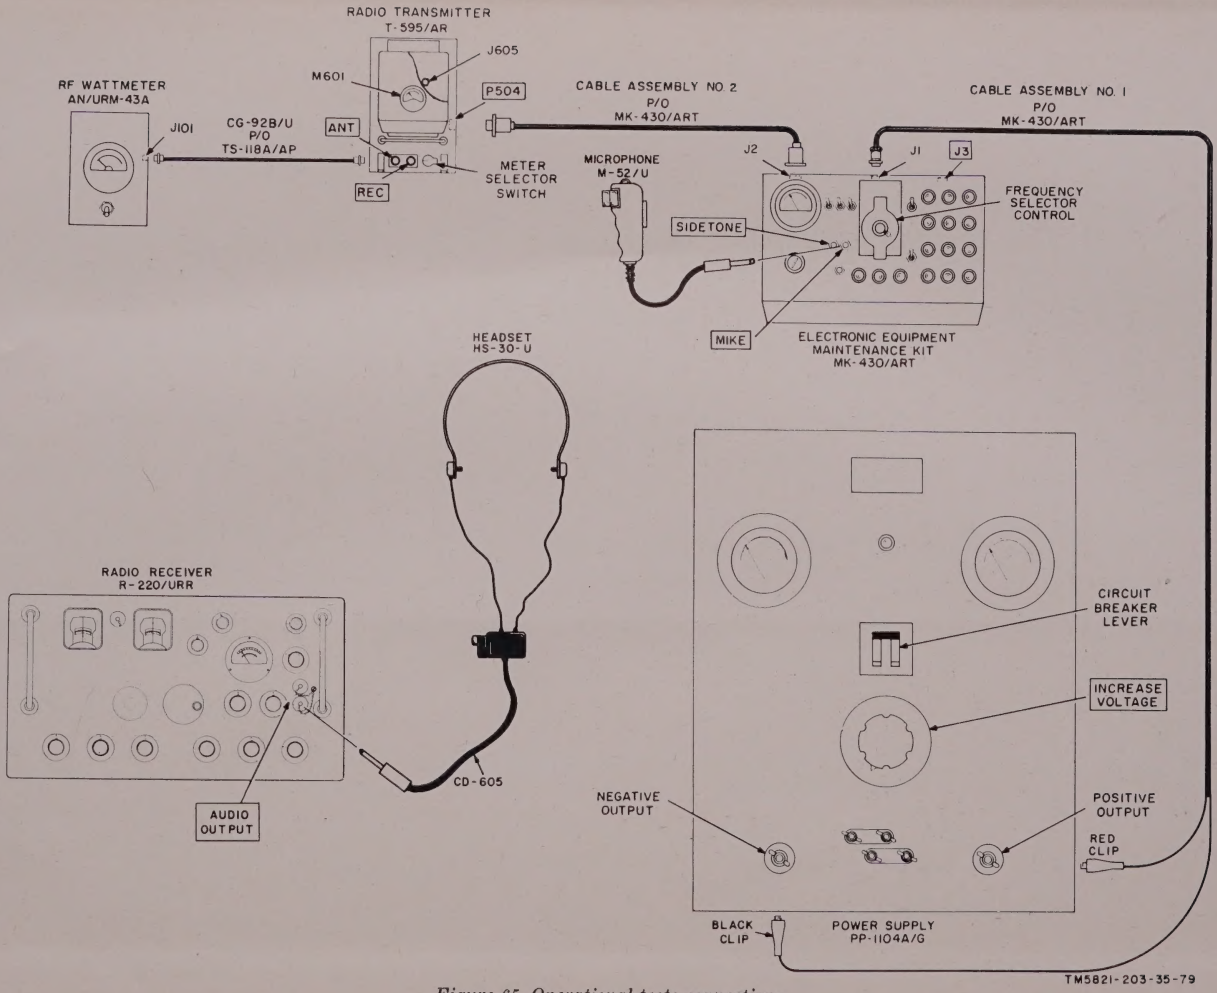

Figure 65. Operational tests connections.
b. Test Connections and/or Conditions. Connect equipment as shown in figure 65.